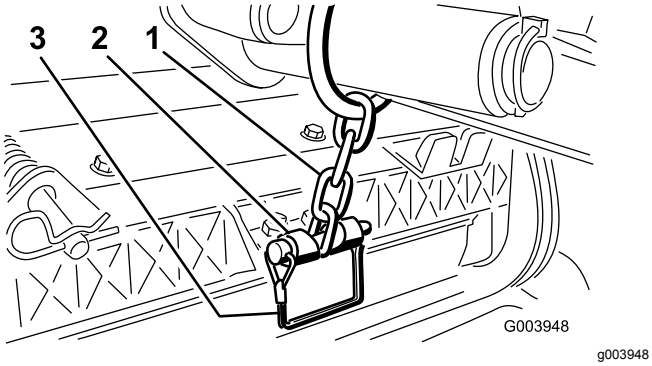

Figur 13
12. Fest løftearmkjedet til kjedebraketten med låsestiften (Figur 13).